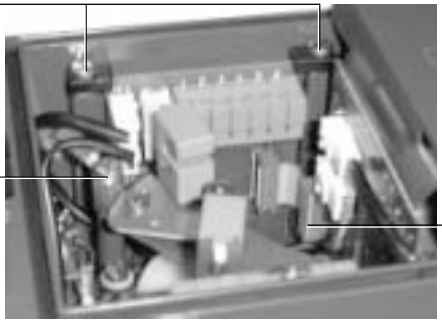

Fig. 11
2.3.11 The earth cable should now be reconnected to the earth adaptor (**11**) and secured using the original M4 x 8 screw (refer to Fig. 11). When correctly located, the plastic retaining clamps can be tightened to secure the options board in place. **Note:** With the retaining clips secured there will be some float of the PCB.
2.3.12 Prepare the ribbon cable by ensuring it is at right angles to the options PCB. Engage the ribbon connector onto the main PCB socket permanently pushing in place to locate. This should be done with light finger pressure only (refer to Fig. 11) do not apply force, (only required with 4 - 20 mA retransmit and software switch options).